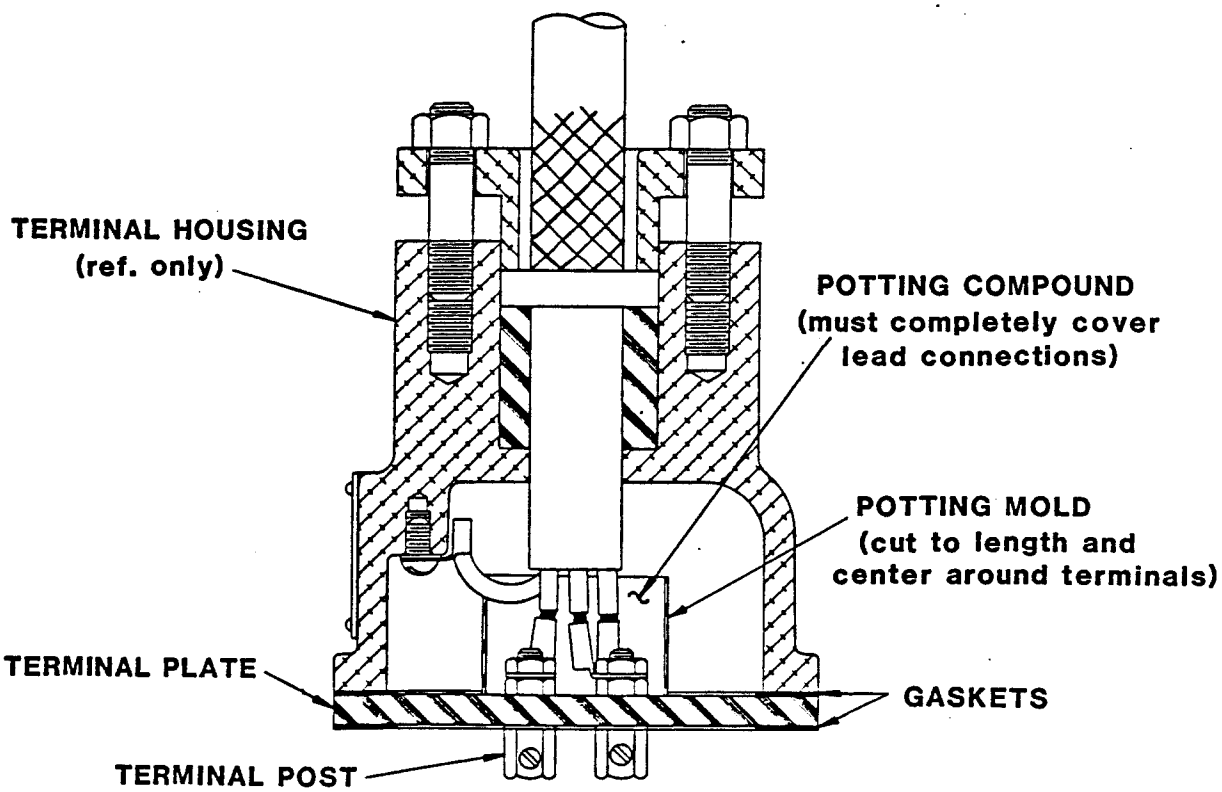

Figure 3. Potting Power Cable Leads In Terminal Housing
When shipped from the factory, the cable leads and terminals were encapsulated in heat-shrink tubing (48) and bonded to the terminal plate (52) with hot-melt adhesive to provide a water-tight seal. These materials are included in an optional repair kit listed in the parts list; however, since a glue gun with the required temperature range is not generally available in the field, it is recommended that a repotting kit available from Gorman-Rupp (see optional equipment in parts list) or a commercially available kit (Products Research Corp., part no. PR-1201-Q Class 1 potting compound, or equivalent) be used to reseal the connections. See Figure 3, and the following instructions.
Trim the potting mold so it is just long enough to cover the terminal post studs (see Figure 3). Slide the potting mold up over the three standard leads of the power cable (42).